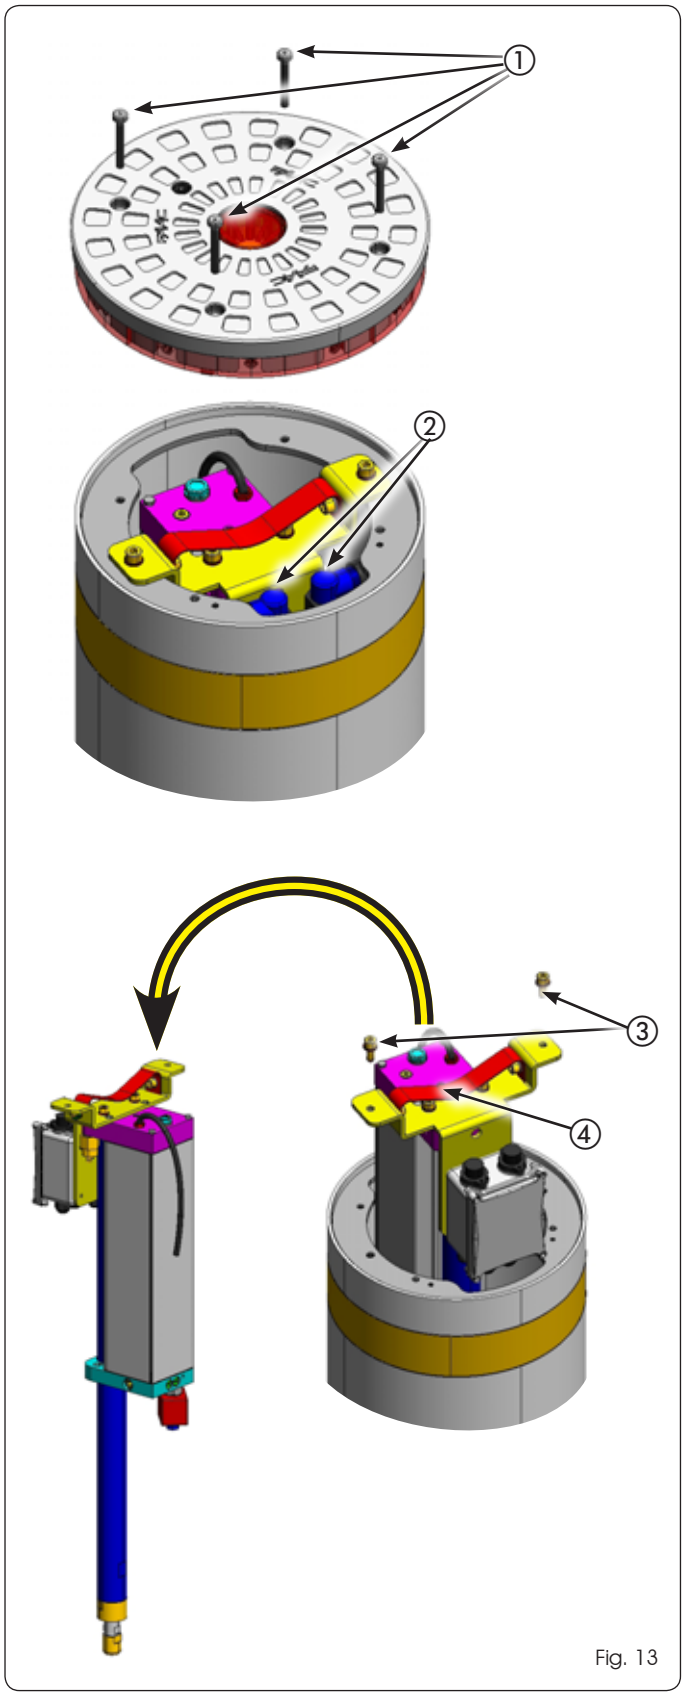

Fig. 13
On peut également visser la vis de fermeture à l'envers sur la tête de la borne pour empêcher l'accès à l'abaissement hydraulique manuel. Cette opération doit bien entendu être effectuée après avoir démonté la tête en dévissant les 4 vis de fixation (voir fig. 13 réf. ①)
1. soulever la tête supérieure en dévissant les quatre vis TORX (fig. 13 réf. ①)
2. déconnecter les deux connecteurs à embrochage sur la boîte de dérivation interne (fig. 13 réf. ②)
3. dévisser les deux vis qui fixent l'unité hydraulique au cylindre (fig. 13 réf. ③).
4. soulever complètement l'unité en la saisissant par la poignée spécifique (fig. 13 réf. ④).